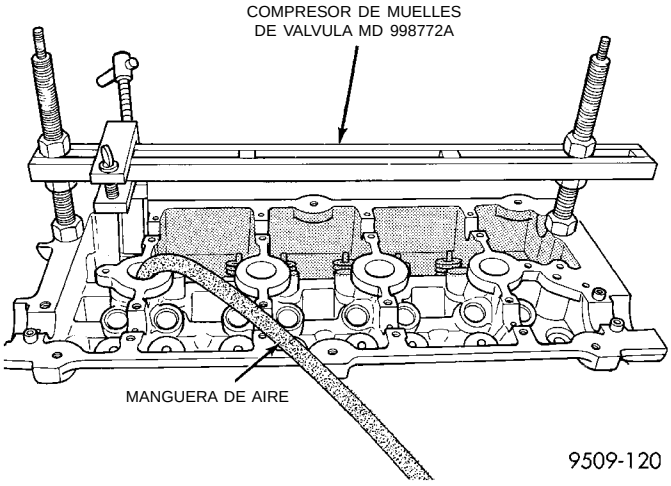

Fig. 29 Desmontaje e instalación del muelle de válvula
(1) Retire los árboles de levas como se describió previamente en esta sección.
(2) Haga girar el cigüeñal hasta que el pistón llegue a la compresión de PMS.
(3) Con la manguera de aire conectada al adaptador instalado en el orificio de bujías, aplique 620-827 kPa (90-120 psi) de presión de aire.
(4) Utilice la Herramienta especial MD-998772A con el adaptador 6779 (Fig. 29) para oprimir los muelles de válvula y retire los seguros de válvula.